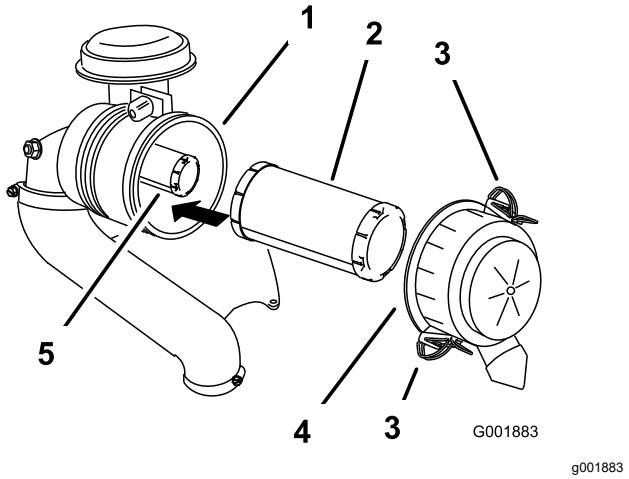

**Figur 56**
3. Åbn låsene på luftfilteret, og træk luftfilterdækslet af luftfilterhuset (Figur 56).
5. Skub forsigtigt primærfilteret ud af luftfilterhuset (Figur 56).
2. Hvis du skal udskifte det indre filter, skal du forsigtigt skyde det ind i filterhuset (Figur 56).
3. Skub forsigtigt primærfilteret over sikkerhedsfilteret (Figur 56).
4. Monter luftfilterdækslet, og fastgør låsene (Figur 56).